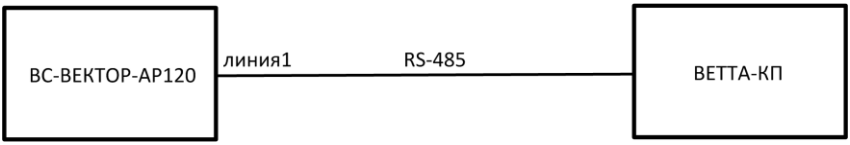

Рис.4 Подключение к системе «ВЕТТА-2020» по одной линии.
1) По одной линии связи RS-485 с использованием одного порта связи RS-486 прибора (Рис.4).